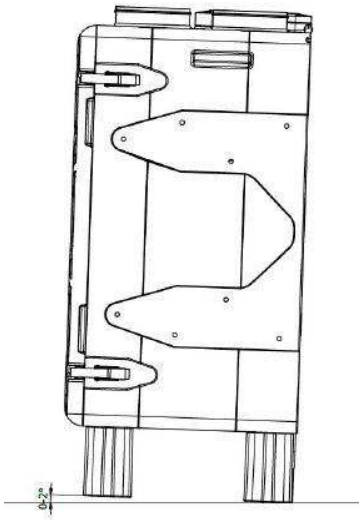

Rys. 10 - Maks. odchyłka od poziomu
- Gdy syfon jest już gotowy i podłączony do instalacji ściekowej, wypoziomuj centralę zgodnie z Rys. 10.